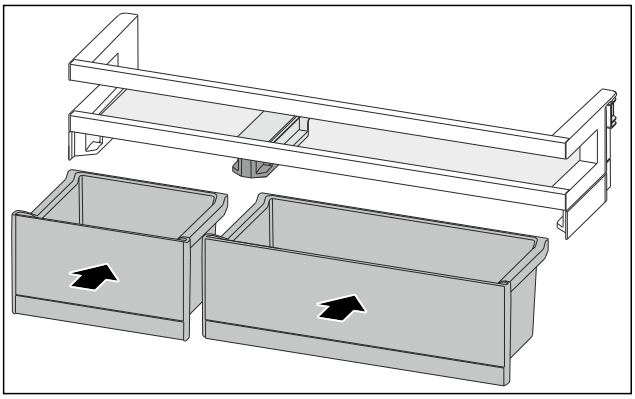

Fig. 147
▶ Introduceți VarioBox-urile dispuse invers. (vezi Fig. 147)